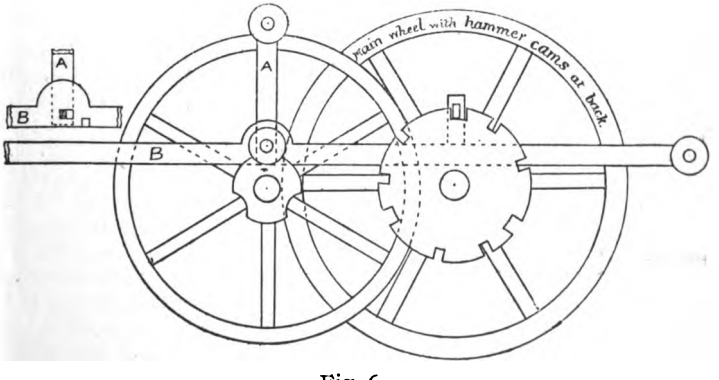

Fig 6.
Locking Plate Striking.—Fig. 6 is a drawing of the quarter train of the Knightsbridge Barracks clock, the whole movement of which is depicted under the head of "Turret." The barrel is on the arbor of the great wheel, and the great wheel making one rotation in three hours has thirty cams, equal to the number of quarters struck during that period. Except for a few minutes before every quarter of an hour, a square pin projecting from the extremity of an arm (A) on the arbor of the fly pinion, bears against the upper of two square blocks on the locking lever (B). This lever is gradually raised by a four-armed snail on the hour wheel, and a few minutes before the quarter it is high enough to allow the pin to escape from the upper to the lower block. A separate view, to show the position of these blocks and the pin in the arm, is given on the left of the principal figure. Exactly at the quarter the snail allows the lever to fall, and the train is free. On the end of the arbor of the second wheel is a cam with three circular hollows, and when the lever is in its lowest position, a roller on it just fits into one of these hollows. As the train begins to move, the cam pressing against the roller lifts the lever, so that as the arm comes round the pin in it passes under the locking blocks. When the great wheel has made a thirtieth of a rotation, a lever for each of the two bells has dropped from the cams, and a "ting-tang" quarter has struck; the second